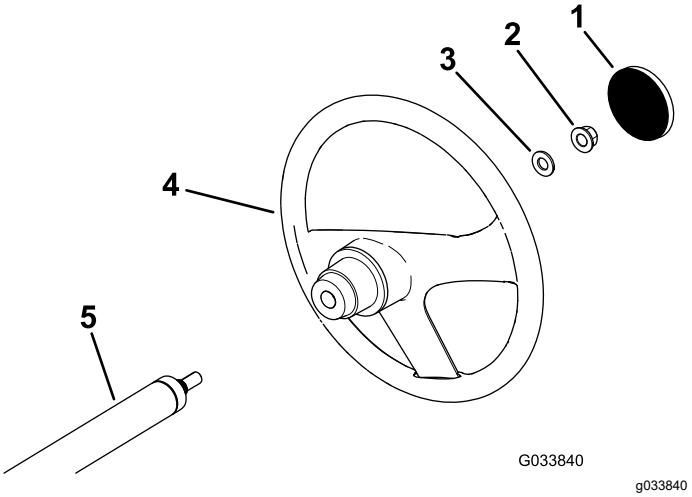

**Figur 3**
1. Fjern dækslet fra navet på rattet, hvis det er monteret (Figur 3).
2. Afmonter låsemøtrikken (½") fra rataksien (Figur 3).
3. Skub rattet og spændeskiven (½") på rataksien (Figur 3).
5. Monter dækslet på rattet (Figur 3).